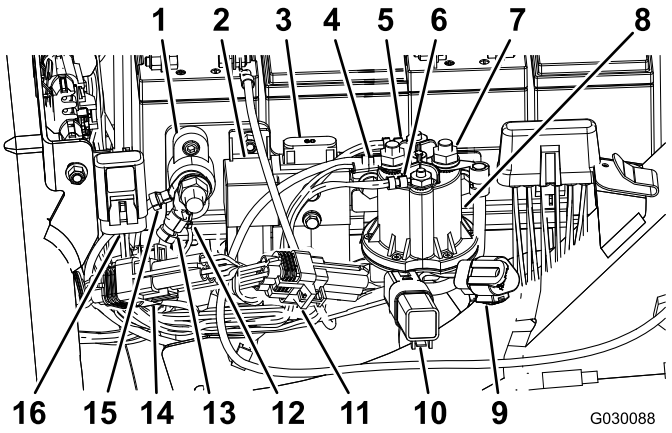

Figure 8
11. Remove and discard the cap from the 10A 58-volt fuse (a red wire and a yellow wire); refer to Figure 8.